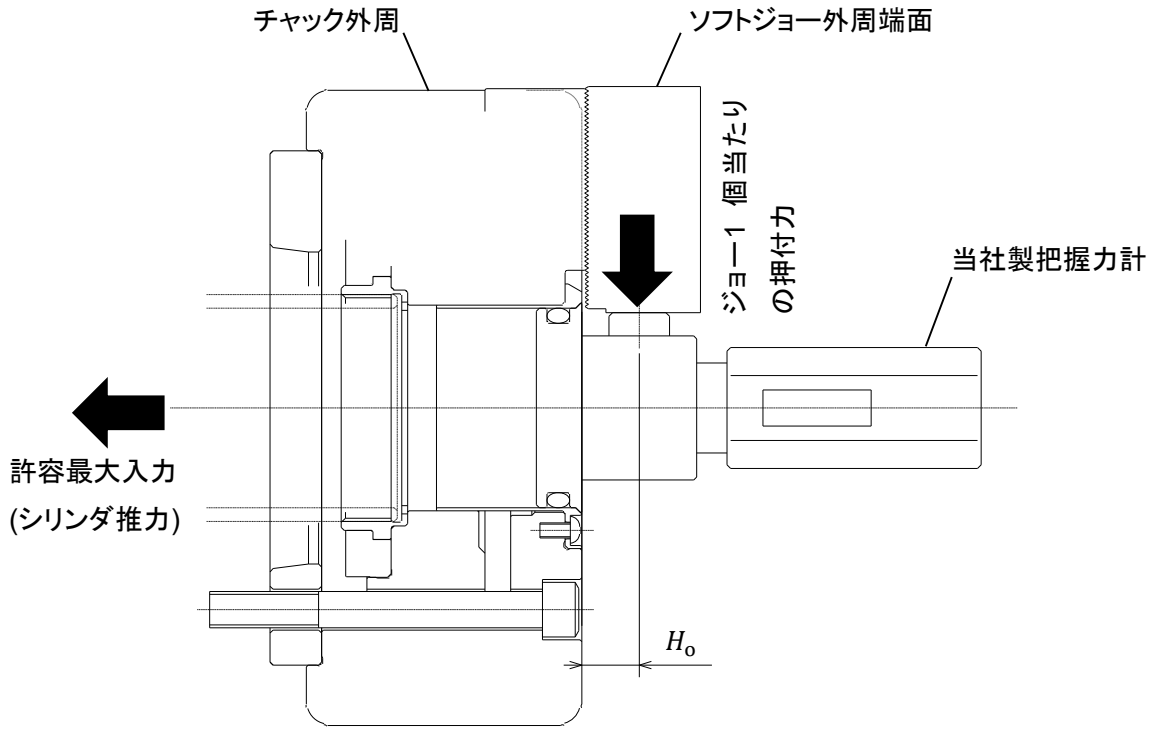

図 5　把握力測定方法
- 当社製把握力計にて測定し、把握位置は図 5 の高さです。(P-13 の表 5 も併せて参照)